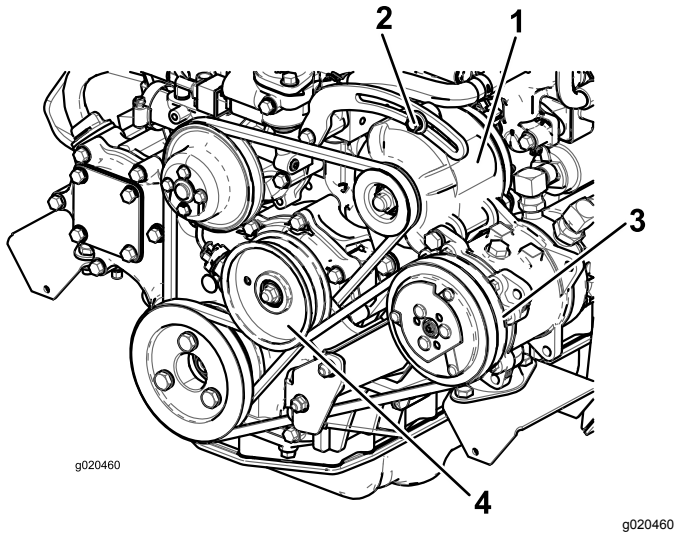

Figuur 96
Controleer de conditie en de spanning van de riem (Figuur 96) om de 100 bedrijfsuren.
2. Als de speling niet correct is (10 mm), moet u de montagebouten van de wisselstroomdynamo losdraaien (Figuur 96). Verhoog of verminder de spanning van de riem van de wisselstroomdynamo en draai de bouten vast. Controleer nogmaals de speling van de riem om zeker van te zijn dat de spanning correct is.
2. Als de speling niet correct is (10 mm), moet u de montagebout van de spanpoelie losdraaien (Figuur 96). Verhoog of verminder de spanning van de compressorriem en draai de bouten vast. Controleer nogmaals de speling van de riem om zeker van te zijn dat de spanning correct is.